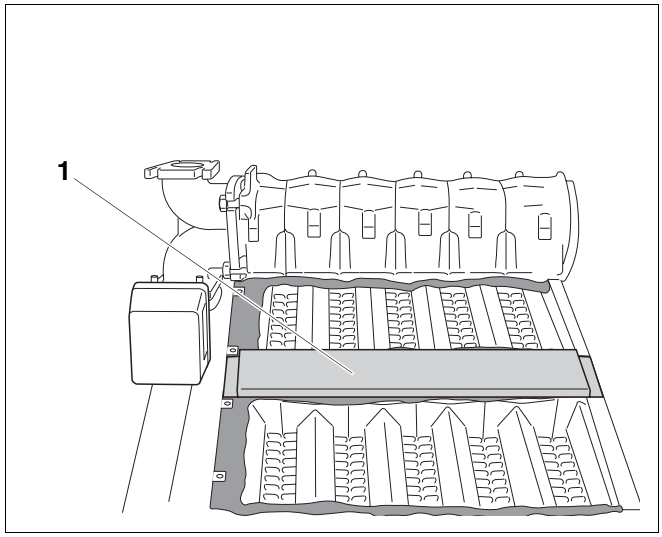

Afb. 34 Middendeel aanbrengen
- Plaats het middendeel (afb. 34, **pos. 1**) gelijk met de voorkant van de verwarmingsketel.
- Positioneer het middendeel (afb. 34, **pos. 1**) en schroef het langs de voorzijde vast met een schroef met vlakke kop 3,9 × 9,5.